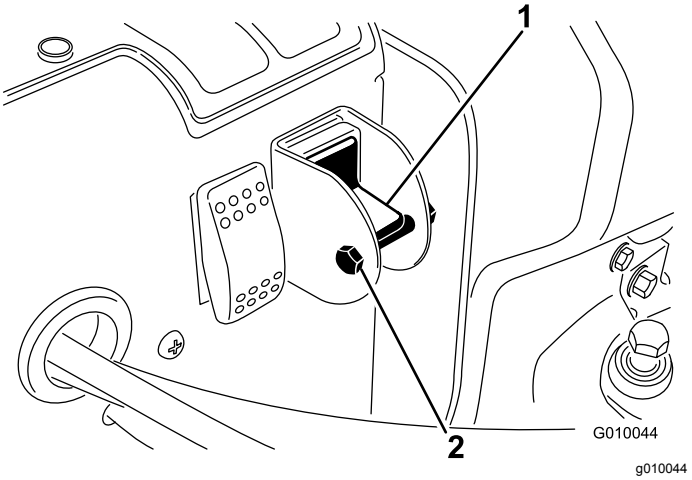

Figur 23
4. Fjern låsebolten og møtrikken fra omkobleren (Figur 23).